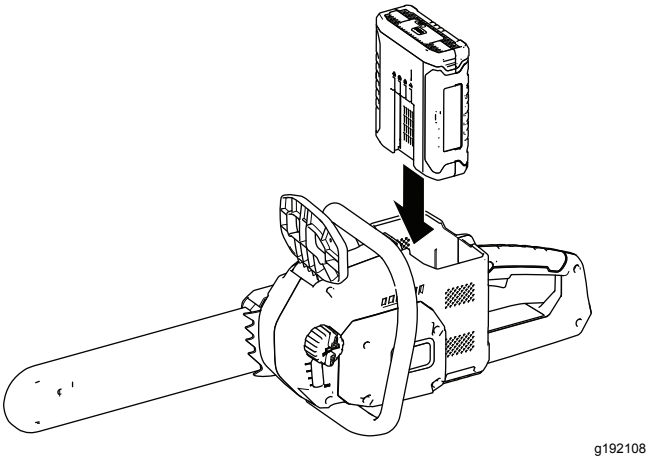

Figure 7
3. Alignez la languette de la batterie sur le logement dans la tronçonneuse (Figure 7).